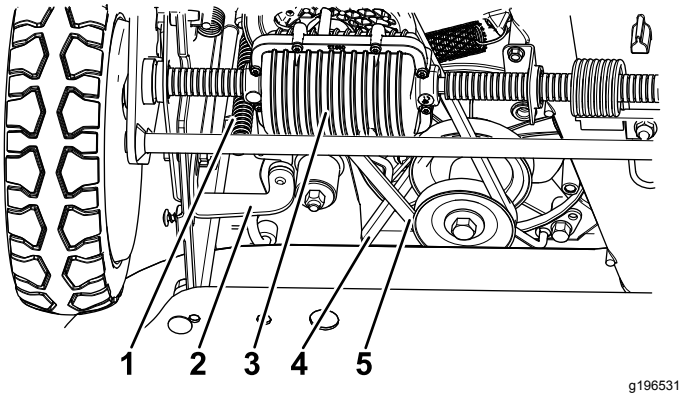

Figuur 49
6. Zet de beugel los en draai hem naar voren (Figuur 49).